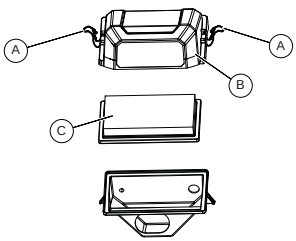

Figure 4-4. Air Filter Assembly
1. See ***Figure 4-4***. Release latches (A) and remove air filter cover (B).
2. Remove filter (C). Gently tap filter on a solid surface. Replace if necessary.